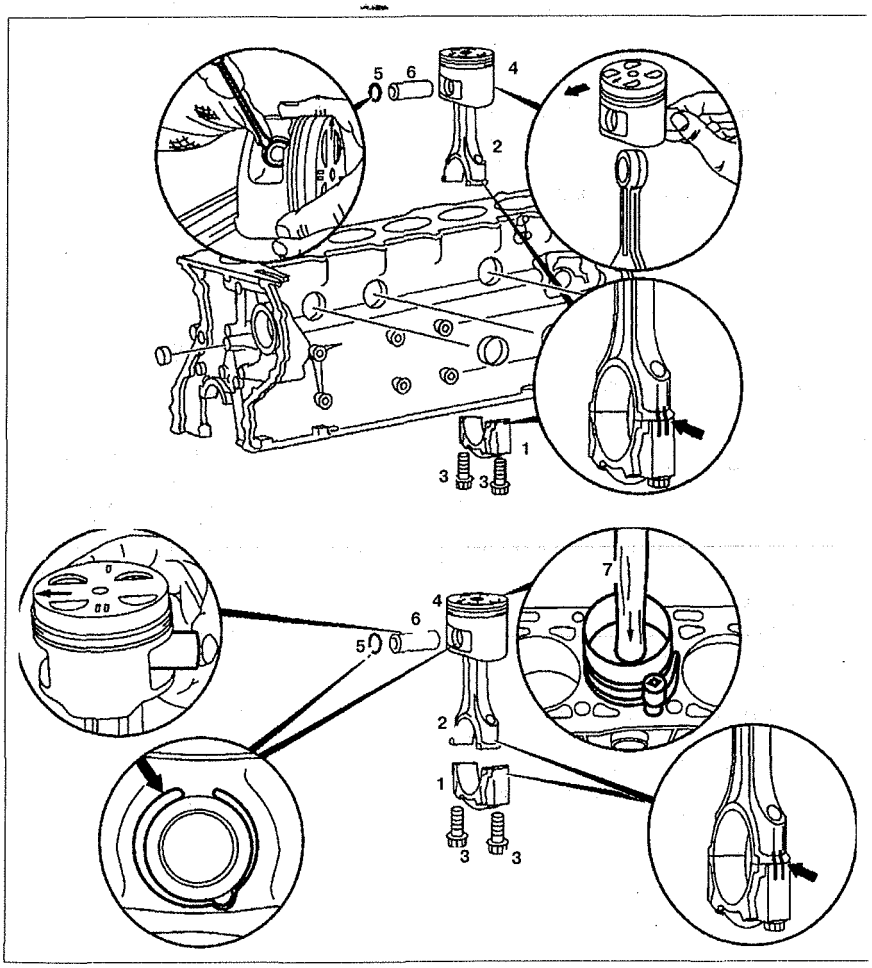

Рис. 5.29. Поршни:
2. Открутите болты крепления шатунных крышек **1** (см.рис.5.29). Пометьте шатунные вкладыши и крышки **1** каждого цилиндра. Не смешивайте верхние вкладыши.